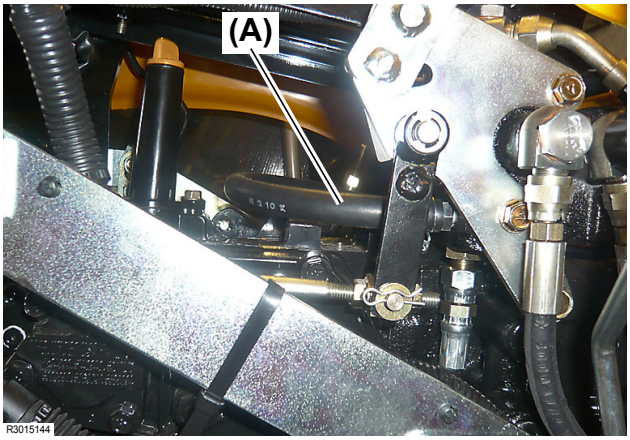

Fig. 2
2. Disconnect the hydraulic hose **(Fig. 2, (A))** from the rear of the control valve.